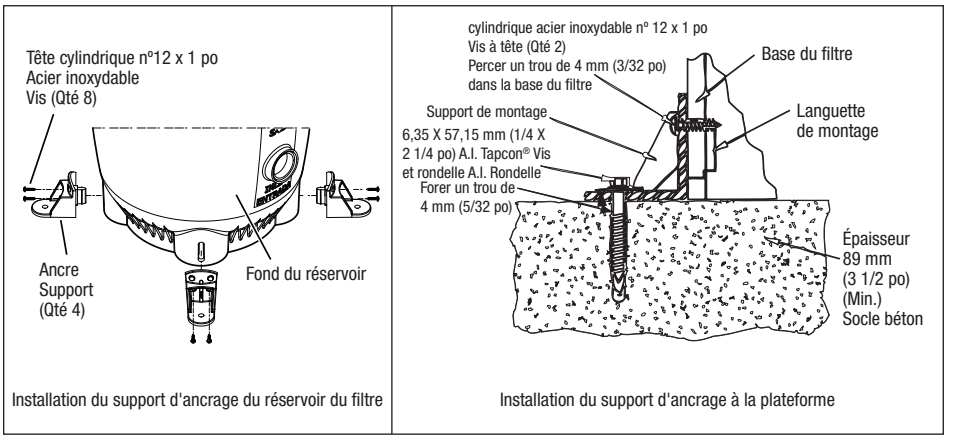

Figure 3. Ancrer le filtre au socle de l'équipement
Installer les vis Tapcon et les rondelles dans chacun des quatre (4) supports pour fixer le filtre sur le socle de l'équipement. Voir la Figure 3. **Ne pas trop serrer les vis.**